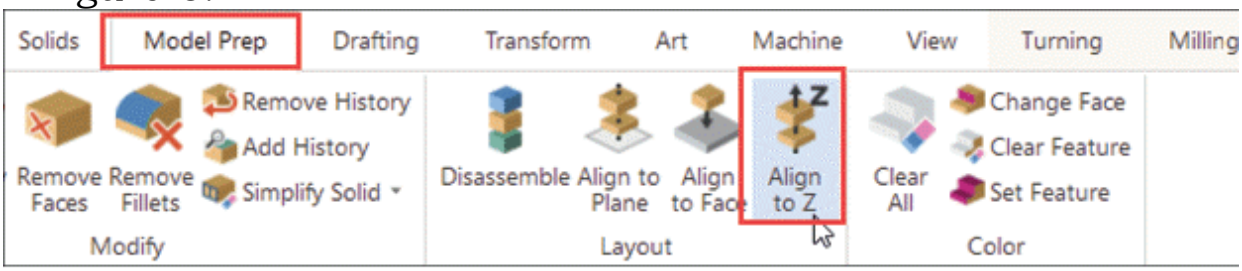
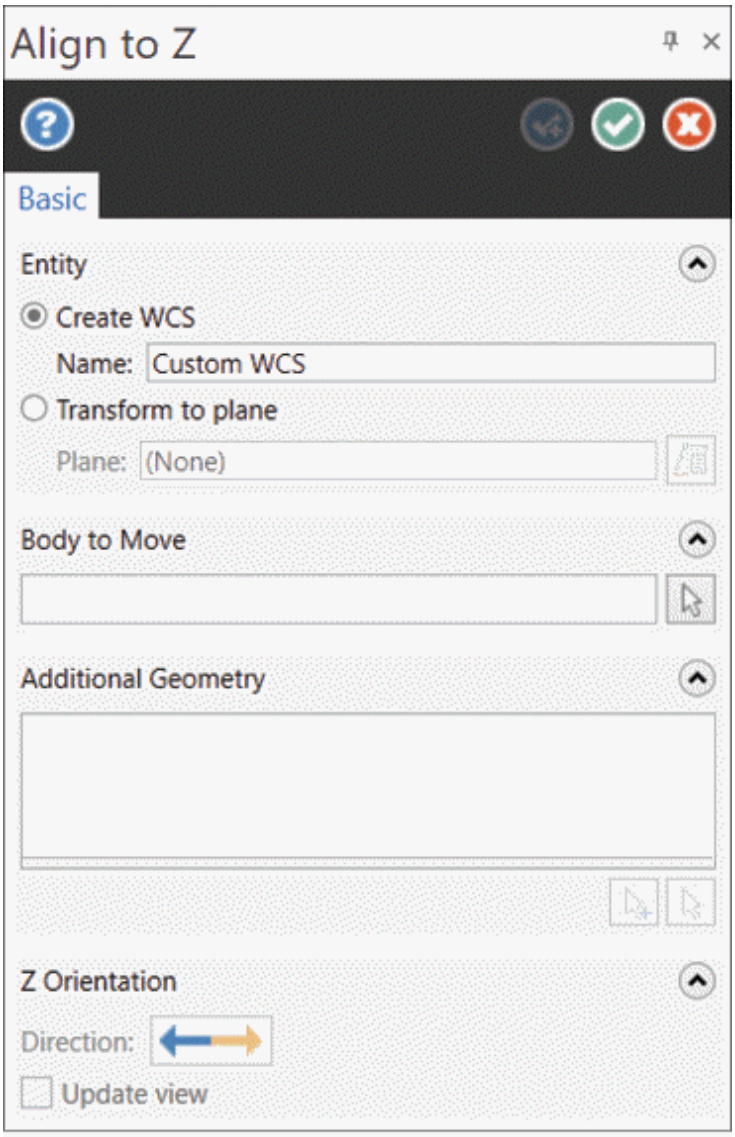

Figure-5. Align to Z tool
Figure-6. Align to Z Manager
- Note that most of the time, the model is not oriented to the plane used for machining. Click on the **`Align to Z`** tool from the **`Layout`** panel in the **`Model Prep`** tab of the **`Ribbon`**; refer to Figure-5. The **`Align to Z Manager`** will be displayed; refer to Figure-6.